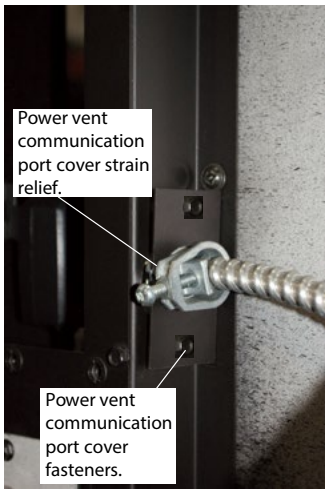

Figure 12e. Installing Conduit Port Cover Plate.
Step 4. Place the cover plate on the Conduit, then tighten the strain relief nut onto the threads protruding through backside of cover plate, ***Figure 12e***.
Step 6. Re-Install the communication harness Port cover, ***Figure 12e***. ***(Philips head screwdriver required)***.
Step 7. Tighten Power Vent Strain relief adjustmsent screw, Figure 12e.